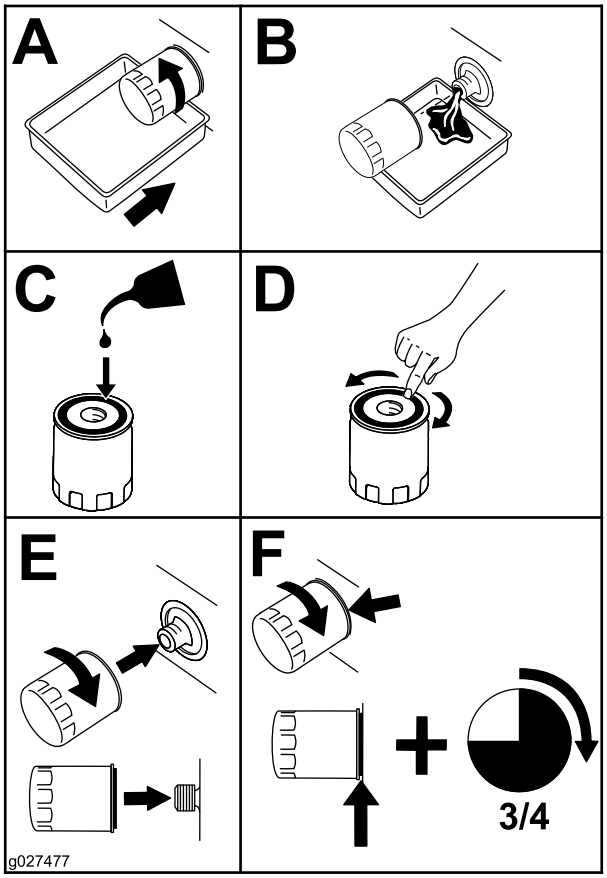

Figura 43
5. Substitua o filtro do óleo do motor (Figura 43).